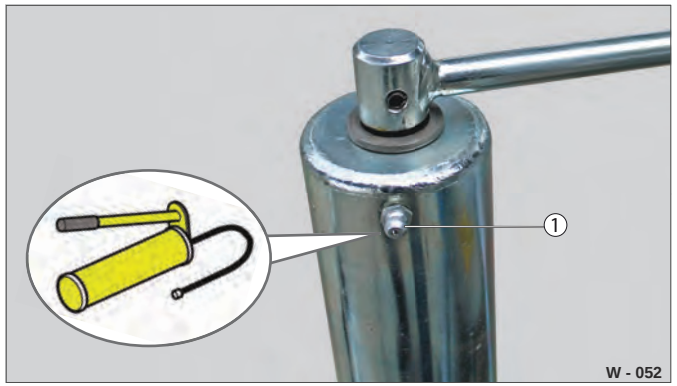

Fig. 41 Smøring
▶ Luk eventuelt smøreniplen (Fig. 41 /1) med en kappe.